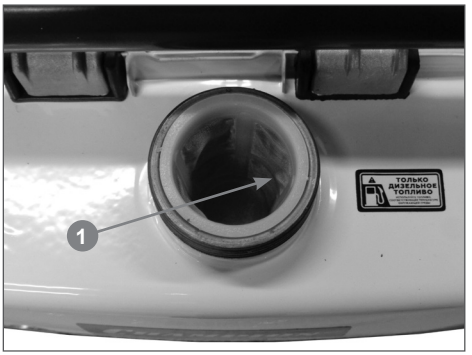

Рис. 9 Максимальный уровень топлива в топливном баке
Максимальный уровень топлива в топливном баке показан на Рис. 9.
3. Залейте топливо в топливный бак при помощи специальной емкости или воронки до уровня, показанного на Рис. 9.